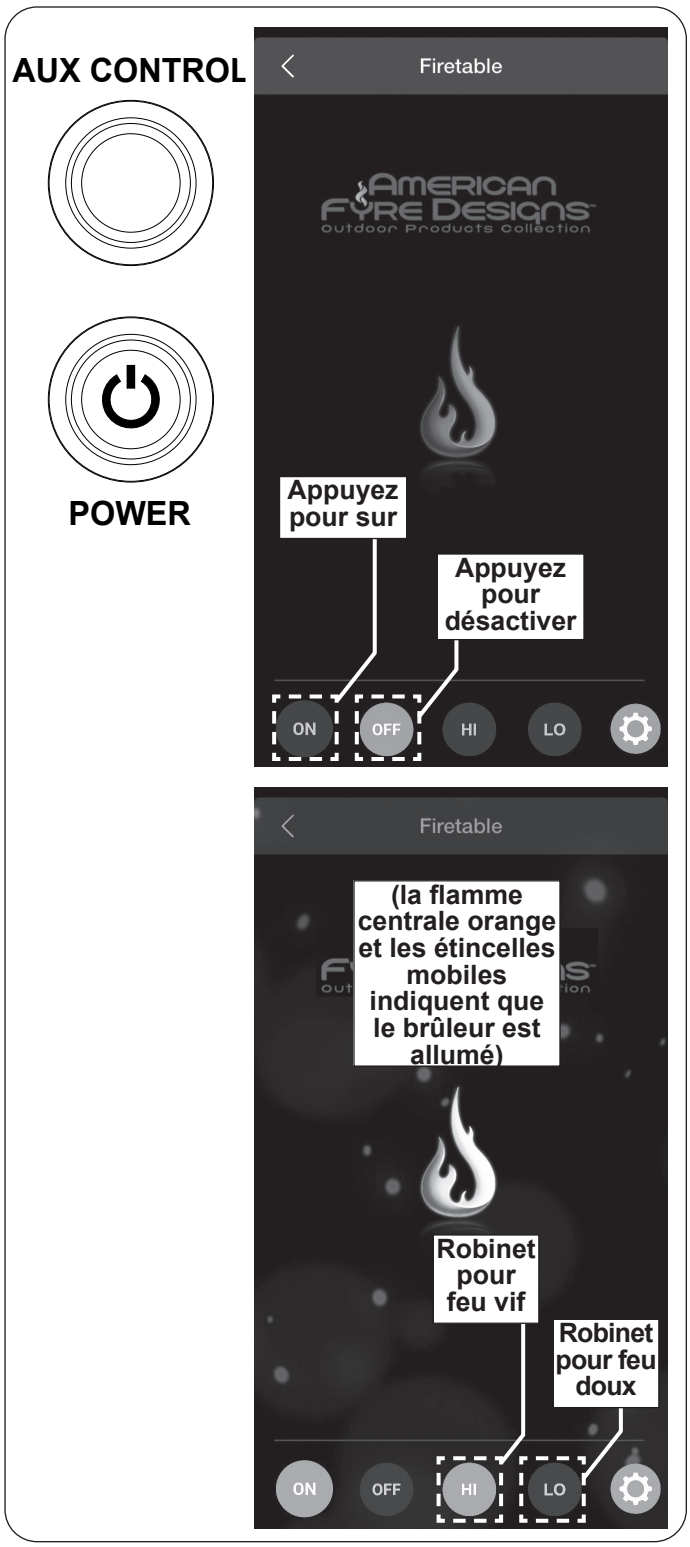

Fig. 48-1 Opération à distance:
1. Localisez le panneau de commande sur le côté de l'appareil (reportez-vous à la LISTE DES PIÈCES D'IDENTIFICATION si nécessaire), et identifiez les boutons **AUX CONTROL** et **POWER** (voir Fig. 48-1).
3. Depuis l'application, accédez à l'écran Appareils et sélectionnez votre appareil. L'écran à distance apparaîtra. Voir Fig. 48-1.
4. Appuyez sur l'icône **ON** située en bas à gauche de l'écran de votre télécommande(voir Fig. 48-1).
La hauteur de la flamme peut être ajustée via l'application à distance. Appuyez sur le bouton **H (élevé)** pour augmenter la hauteur de la flamme. Appuyez sur le bouton **L (bas)** pour diminuer la hauteur de la flamme. Voir Fig. 48-1. (Réglage LO disponible après 60 secondes.)
Pour éteindre le graveur (le système restera allumé), appuyez sur l'icône **OFF** située en bas à gauche de l'écran de votre télécommande. L'écran n'affichera plus la flamme centrale orange et les étincelles en mouvement. Voir Fig. 48-1. Le voyant du bouton **AUX CONTROL** s'éteindra également.
Pour éteindre le brûleur et le système (arrêt total), ou si l'application à distance n'est pas disponible, appuyez sur le bouton **POWER** du panneau de commande. Voir Fig. 48-1. Les voyants des boutons **POWER** et **AUX CONTROL** s'éteignent. (Éteignez complètement lorsque vous couvrez ou lorsque vous ne l'utilisez pas.)